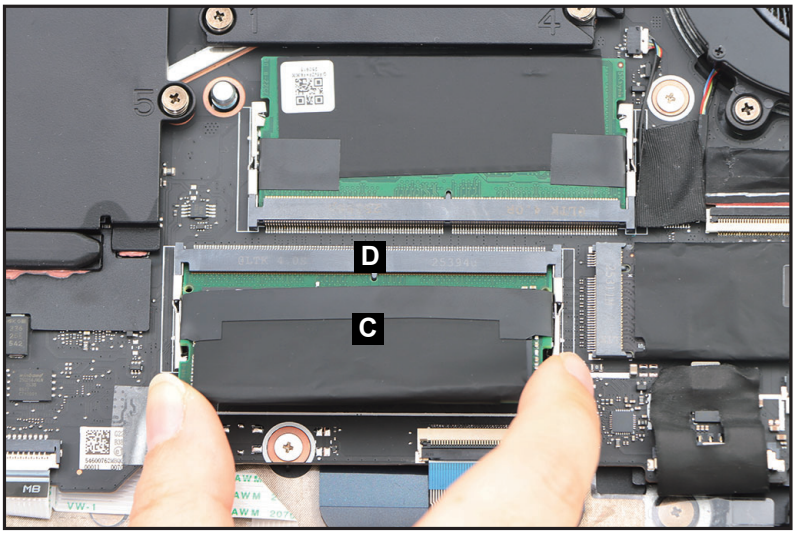

Figure 1-24. DIMM Module Removal
3. Disconnect the DIMM module (C) from the mainboard connector (D) (Figure 1-24). Then remove the DIMM module.